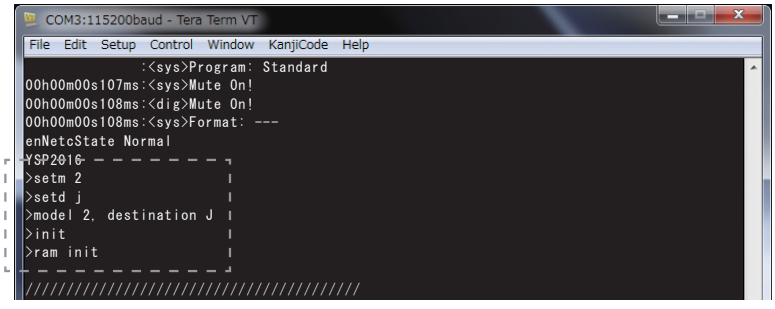

Fig. 9
6. After the file for setting was sent, the information saying that the file was sent appears on the Tera term screen. (Fig. 9)
6. 設定用ファイルの送信後、テラタームの画面に送信された情報が表示されます。(Fig. 9)